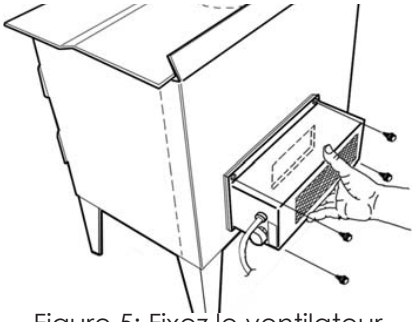
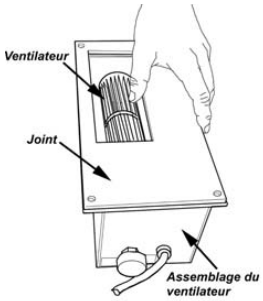

Figure 5: Fixez le ventilateur assemblé au dos du déflecteur de chaleur arrière
Fig. 4: Assemblage du ventilateur optionnel
1. Fixer le ventilateur assemblé (fig. 4) au dos du déflecteur arrière. (fig.5)